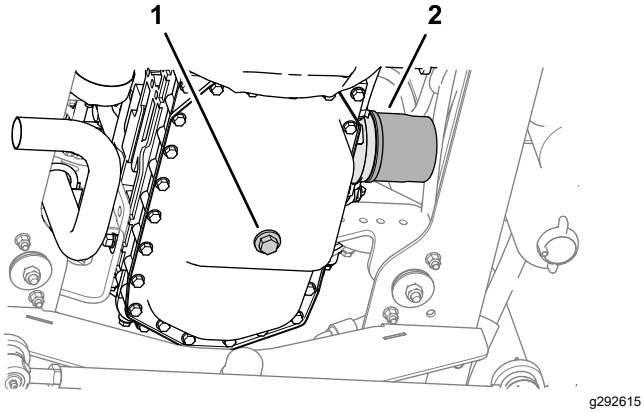

Figur 55
1. Fjern aftapningsproppen, og lad olien flyde over i aftapningsbeholderen (Figur 55).